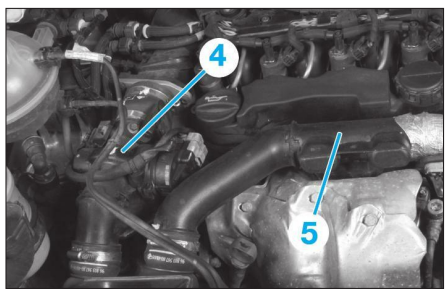

**Fig. 69**
- doseur d'air simple (4) **(Fig.69)**,
- le résonateur (5),